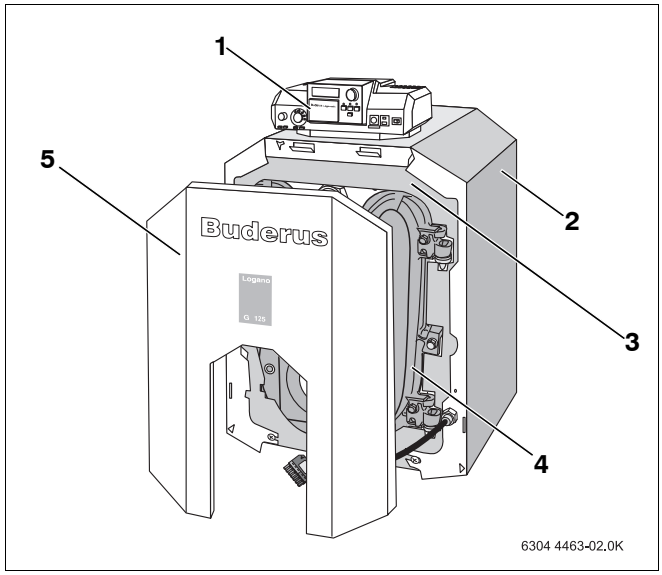

Fig. 2 Caldera sin quemador
2. Caldera sin quemador (➔ fig. 2)